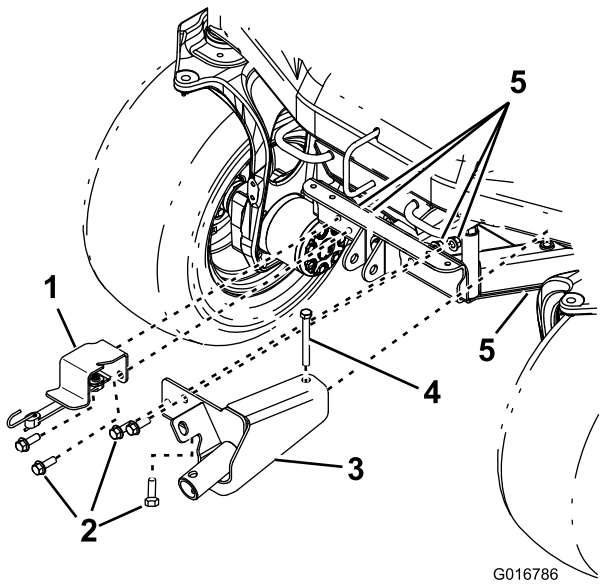

Bild 5
2. Befestigen Sie die Wagenheber-Stützhalterung mit zwei Sechskantschrauben und zwei Sicherungsmuttern am Maschinenrahmen (Bild 5).
3. Befestigen Sie die Wagenheberhalterung mit drei Sechskantbundschrauben (1/2 x 1-1/2"), einer Sechskantschraube (1/2 x 4-1/2") und vier Sicherungsmuttern am Maschinenrahmen (Bild 5).